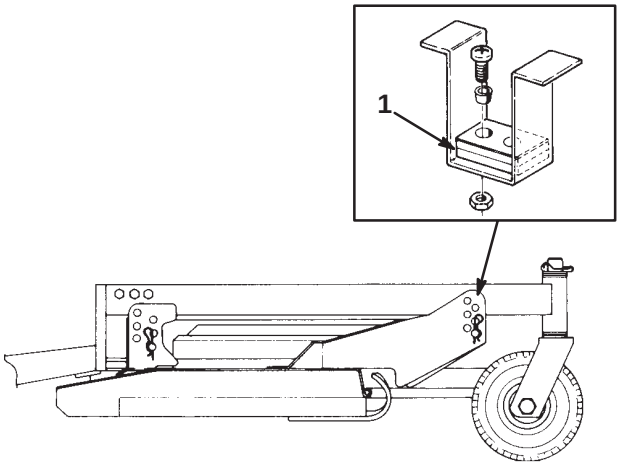

Figure 15
11. Check to make sure that the front height-of-cut pins are resting properly on the frame cushions (Fig. 15). If the pins are not resting properly, place a shim or shims under the cushion to raise it for proper alignment.